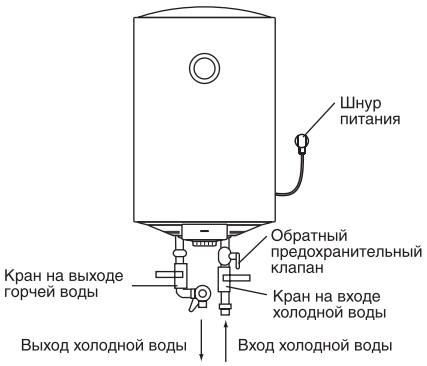

**Рис. 1**
3. Предохранительный обратный клапан следует устанавливать в месте входа воды (*см. рис. 1*).